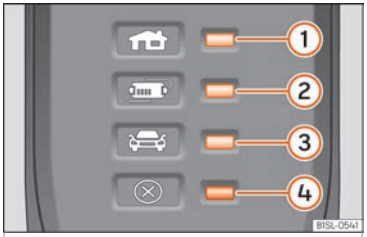

Fig. 216 En el cable de carga para tomas de corriente: Testigos de control en el dispositivo de protección.
››› **fig. 216**:
El dispositivo electrónico de protección ››› **fig. 216** hace que el conector de carga permanezca sin corriente hasta que se enchufa en la toma de carga del vehículo.
Uno o varios testigos de control ››› **fig. 216** ①, ② o ③ se iluminan en verde.
Indicación ››› fig. 216	Significado
Si el testigo de advertencia (4) rojo parpadea o se enciende sin que se encienda a su vez de forma permanente un testigo de control ››› fig. 216 (1), (2) o (3) el indicador de funcionamiento, hay una avería.